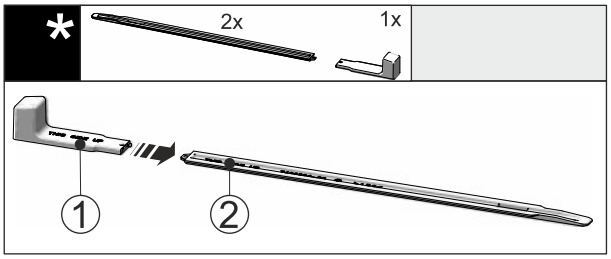

Fig. 47
▶ Вставьте монтажную ручку *Fig. 47 (1)* в выравнивающую рейку *Fig. 47 (2)*.